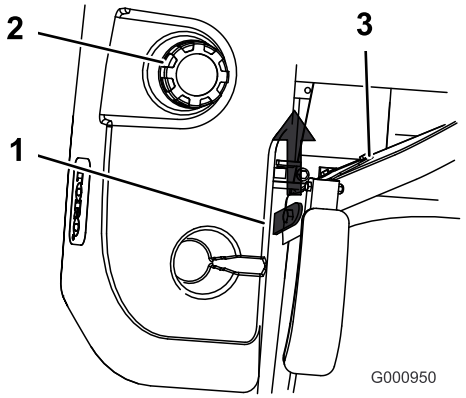

**Figur 28**
3. Hæv sædet. På den måde får du adgang til maskinen under sædet (Figur 28).